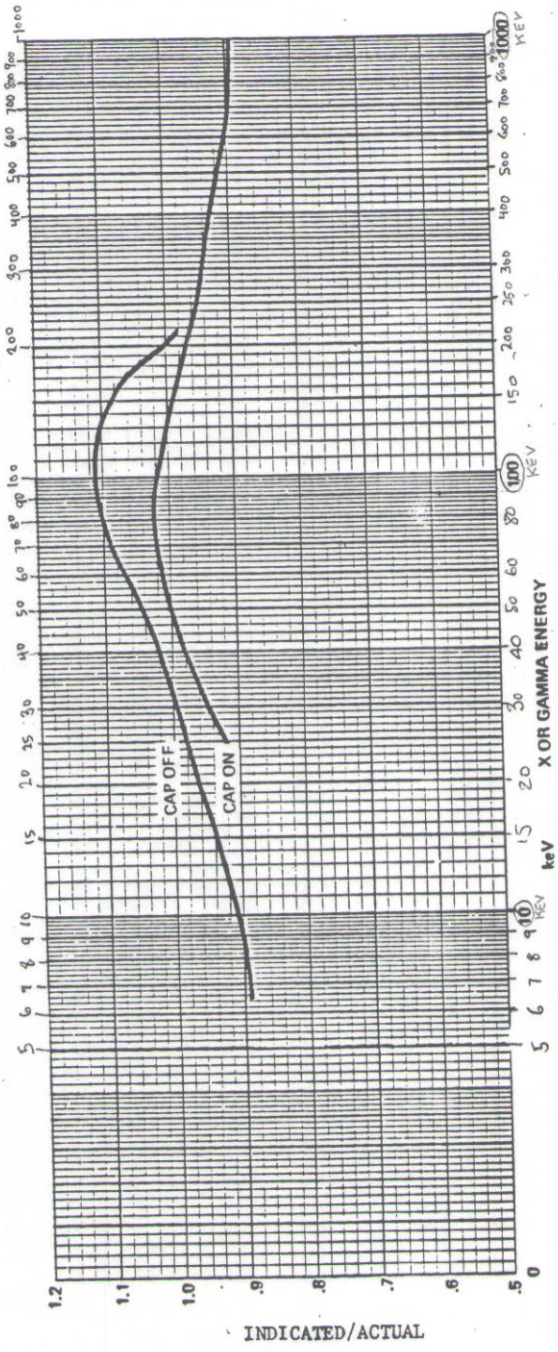

FIGURE 6. ENERGY RESPONSE CURVE
4.1 Energy Dependence - Any ion chamber has a certain energy dependence That is, holding the exposure rate constant, the chamber responds differently to different energy photons. The Model 471 has been calibrated at an effective energy of 662keV from ^{137}Cs. The response is fairly energy dependent in the low-energy region. For accurate usage at middle and high energy regions, the Energy Response Correction Curve must be used (See Figure 6). Divide Meter reading by value on curve.